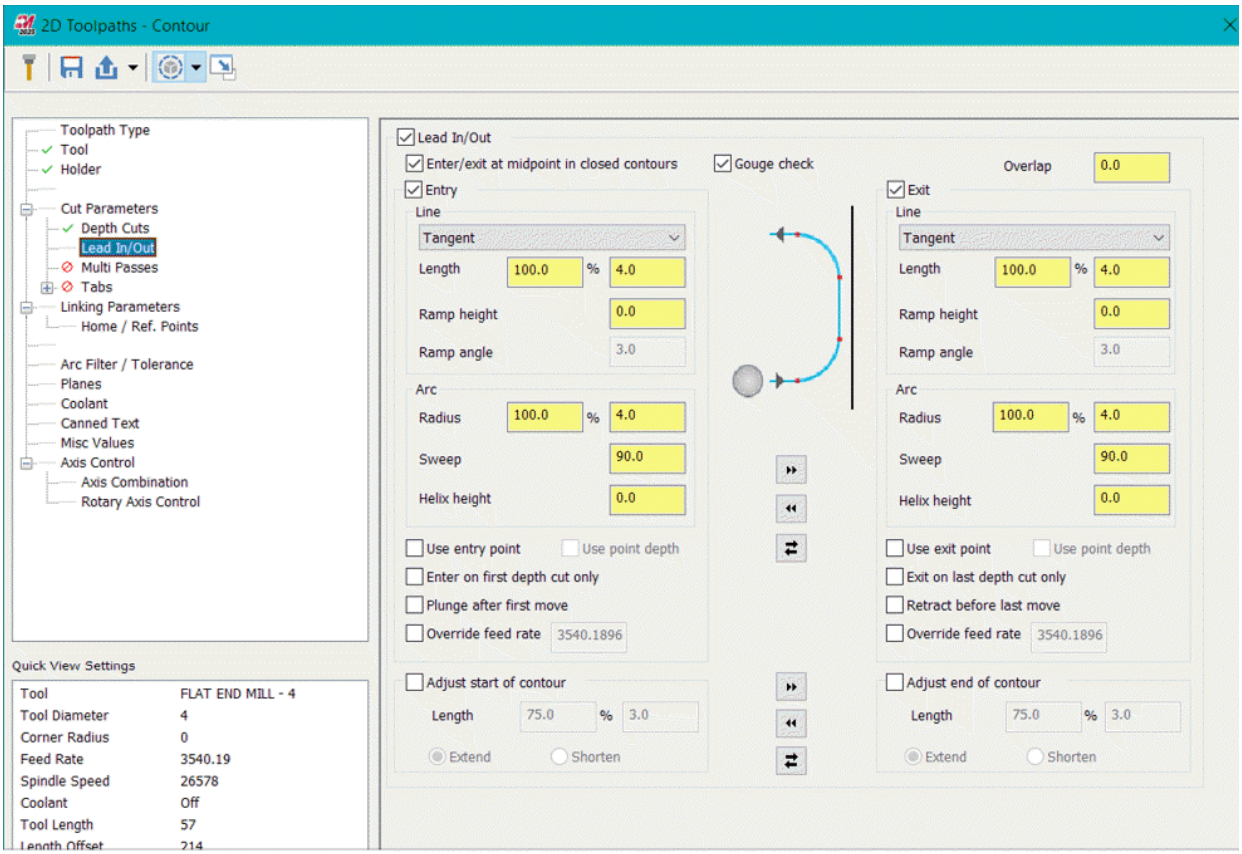

Figure-9. Lead In Out options for toolpaths
- Select the **Lead In/Out** option from **Cut Parameters** node in the left area of the dialog box to define how tool will enter or exit the workpiece while machining; refer to Figure-9. Make sure the **Lead In/Out** check box is selected to apply entry/exit parameters.